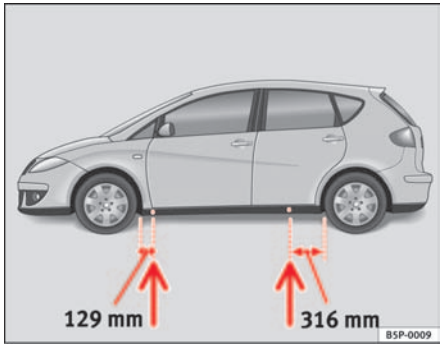

Fig. 174 The jacking points
– Locate the jacking point under the door sill closest to the wheel being changed ⇒ fig. 174.
Recesses at the front and rear of the door sills mark the jacking points ⇒ fig. 174. A position has been made for each wheel. Do not fit the jack anywhere else.